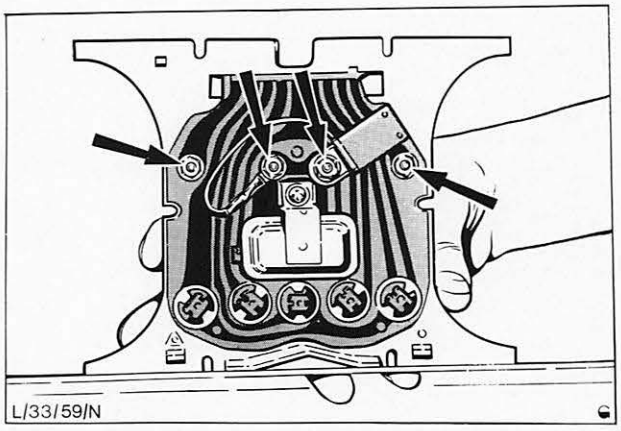

Abb. 68 Lage der Befestigungsmuttern – Kraftstoff-Vorratsanzeiger und Kühlwasser-Fernthermometer (gesonderte Anzeiger)
7. Muttern und Scheiben (2) entfernen und Anzeiger abbauen, Abb. 68.